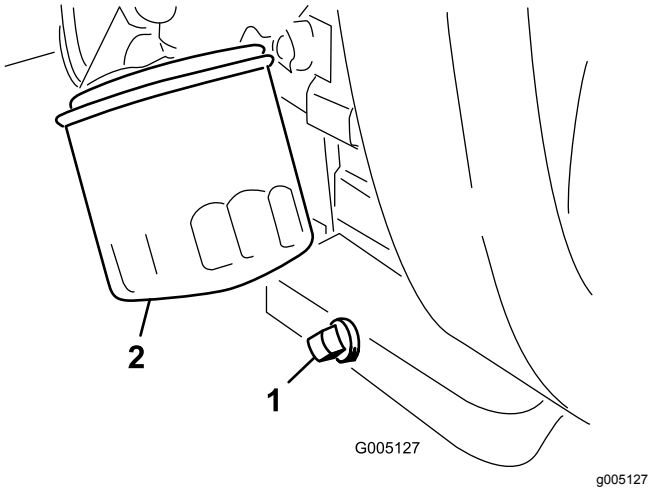

Figur 39
1. Fjern aftapningsproppen (Figur 39), og lad olien flyde over i aftapningsbeholderen. Monter aftapningsproppen igen, når olien holder op med at løbe.
2. Fjern oliefilteret (Figur 39).